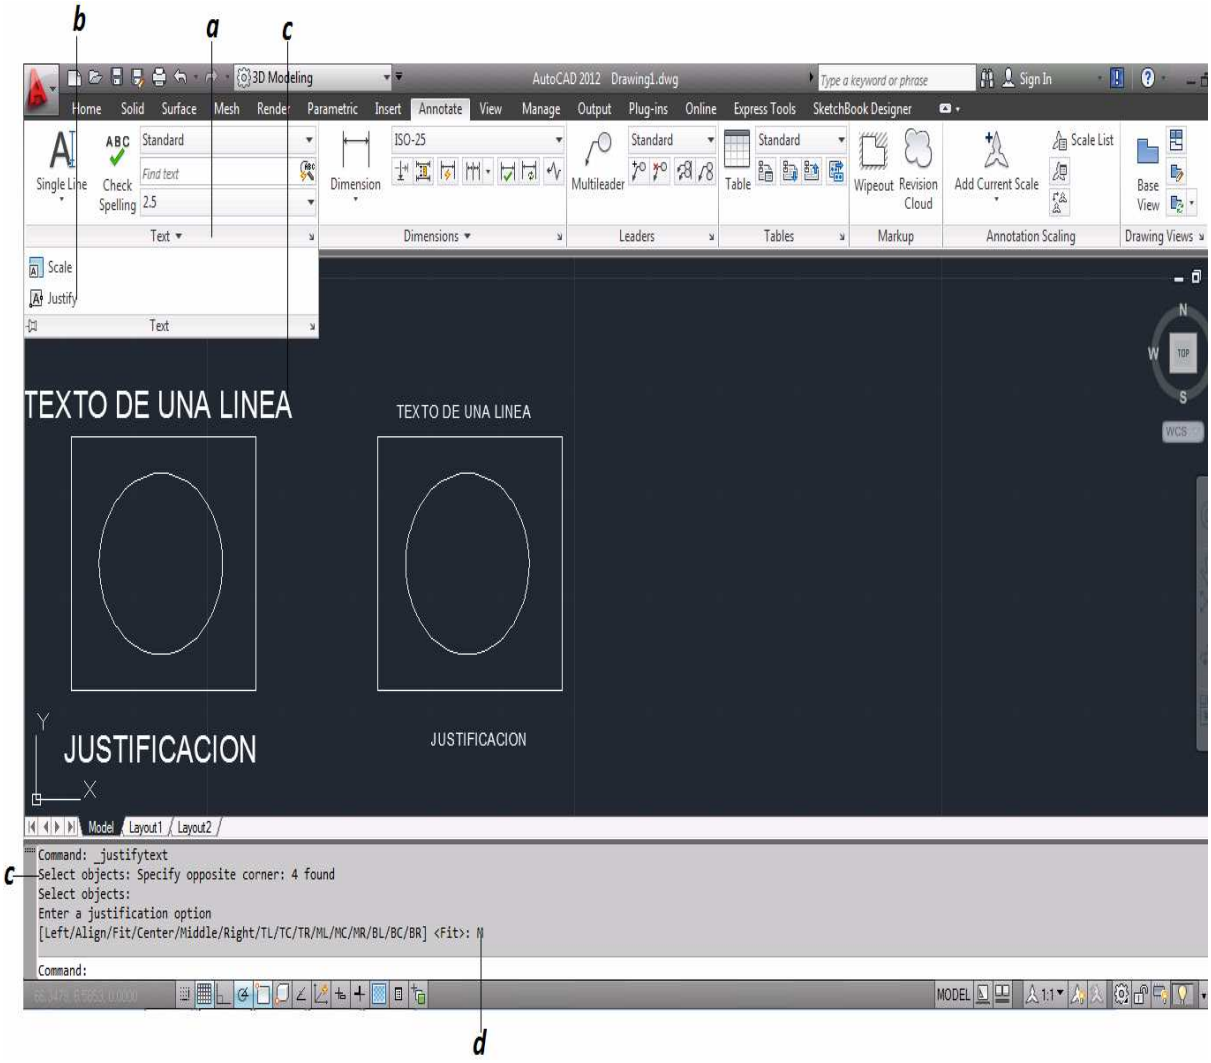

Figura 3.62 Texto "Justidicacion"
a. Se selecciona la flecha Texto [Text] en el grupo Anotacion [Annotate] para desplegar las opciones *(figura 3.62).*
b. Se selecciona la opción Justificación [Justify] para activar el comando *(figura 3.62).*
c. Se selecciona el texto a Justificar y se da enter *(figura 3.62).*
d. Se ingresa M para indicar la nueva justificación *(figura 3.62).*